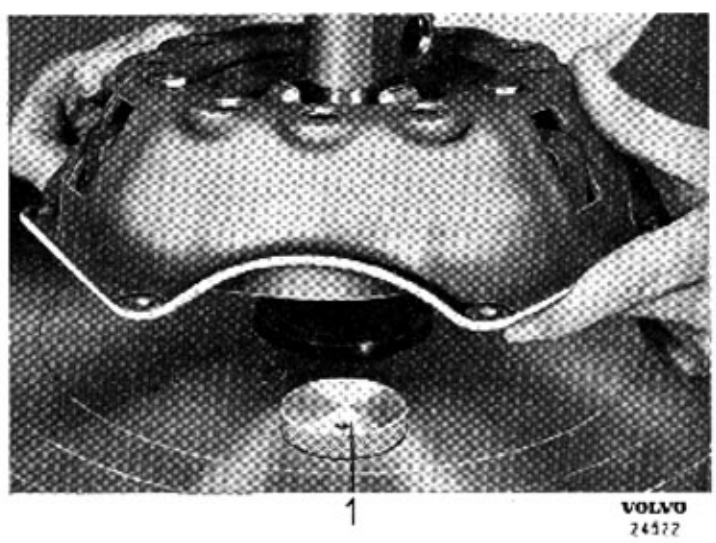
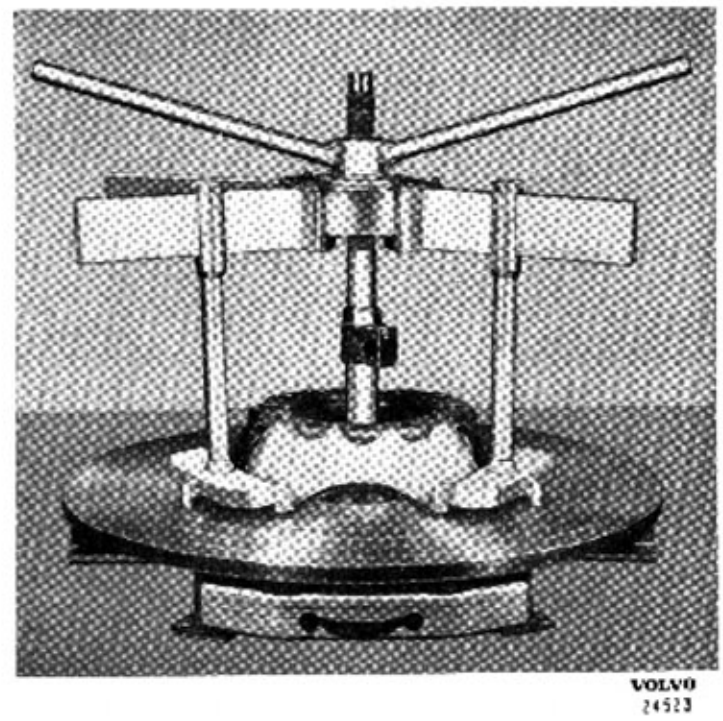

Bild 41-6. Placering av koppling i fixtur, I.
Bild 41-7. Placering av koppling i fixtur, II
2. Lägg distansklotsarna nr 0 på fixtur SVO 2322, se bild 41-6. Lägg på kopplingen, 3-punktstöden, armarna och tre tryckstänger, se bild 41-7. Sätt på vredet och pressa ner kopplingen tills kåpan ligger an mot bottenplattan.